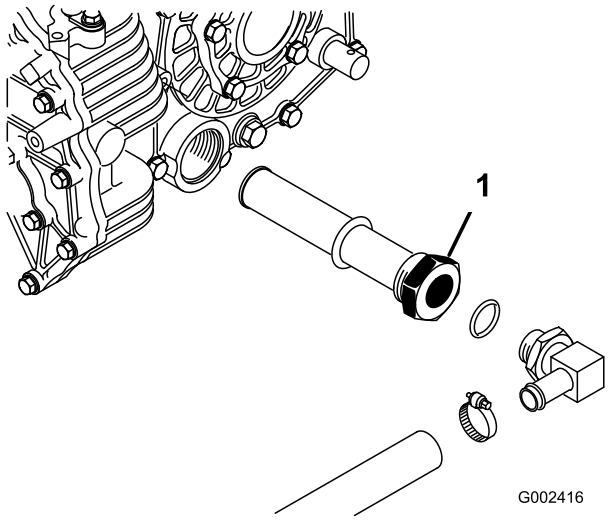

Figur 69
3. Læg mærke til hydraulikslangens retning og 90-grader-beslaget, som er tilsluttet filteret på siden af beholderen (Figur 69). Afmonter hydraulikslangen og 90-grader-beslaget.